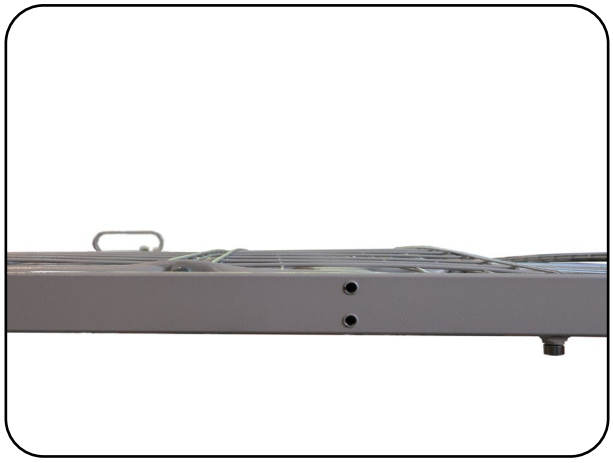

Abb. 6.4.02 - Montage Seitengitteraufnahme
2. Entfernen Sie die Verschlussstopfen aus den Gewindebohrungen des Längsrohres (Abb. 6.4.02).